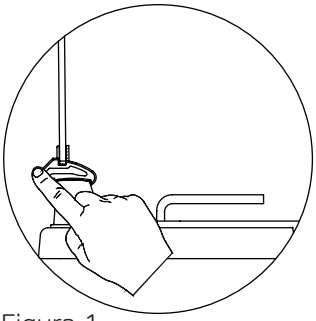

Figura 1
**1.** Como se muestra en la figura 1, la puerta de vidrio puede cerrarse presionando con un dedo el pestillo situado en la abrazadera de plástico.